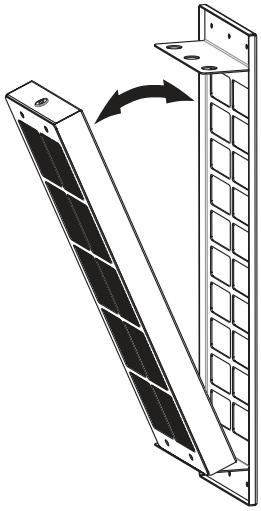

Abb. 28
3. Aktivkohlefilter entfernen (Abb. 28).